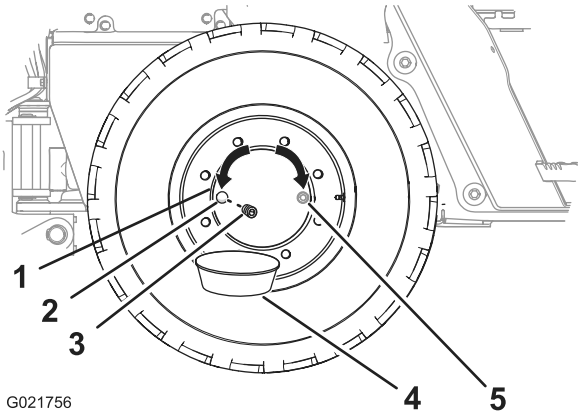

Bild 83
2. Bewegen Sie die Maschine vorwärts oder rückwärts, bis die Schraube für die Radnabe entweder auf 3 Uhr oder 9 Uhr steht (Bild 83).
4. Stellen Sie ein Auffangwanne unter die Ablassschraube in der Radnabe (Bild 83).
5. Nehmen Sie die Schraube aus der Radnabe (Bild 83).
6. Der Ölstand sollte an der Unterseite des Gewindes der Ölöffnung sein (Bild 83).
8. Setzen Sie die Schraube in die Ölöffnung der Radnabe ein (Bild 83).